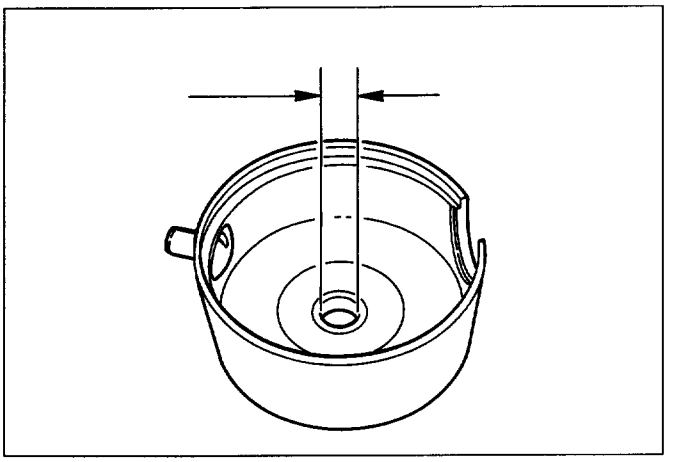

Fig. 6D2-30
- Measure inner diameter of bushing in the center bracket (P), and replace if it exceeds the limit. (Fig. 6D2-31)